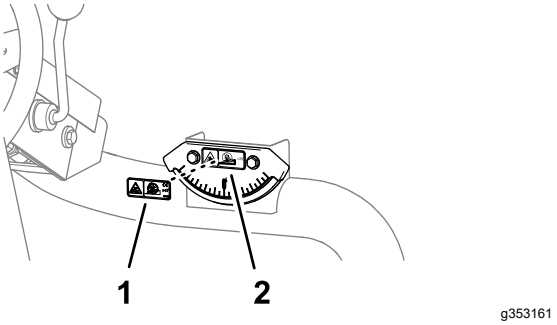

Figur 39
1. Torka av lutningsdekalen på lutningsindikatorn med alkohol och låt dekalen torka (Figur 39).
2. Ta bort skyddspapperet och fäst CE-dekalen för lutningsrisk på lutningsdekalen på lutningsindikatorn (Figur 39).